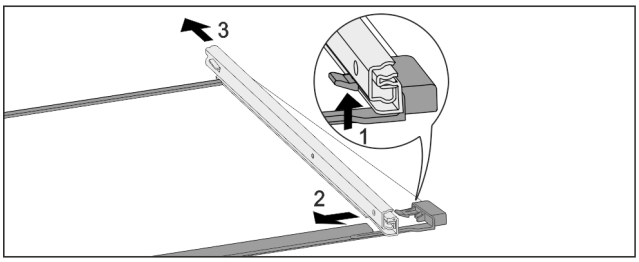

Fig. 238 Glass shelf with rails
▶ Push up front click-in hooks. *Fig. 238 (1)*
▶ Move the pull-out rails to the side *Fig. 238 (2)* and to the rear *Fig. 238 (3)*.